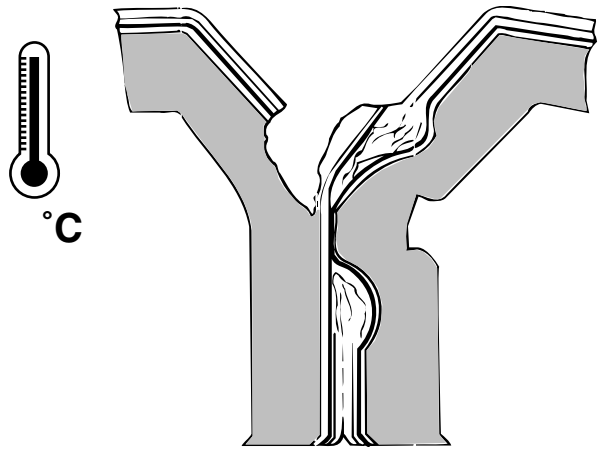

fig. 1
- la soldadura permanece intacta pero se rompe la capa de cartón (fig. 1)